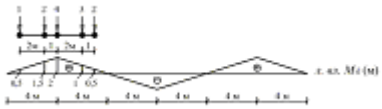

Рисунок 2.7
1) На рис. 2.7 показано положение системы грузов, при котором в сечении k возникает максимальный (наибольший со знаком плюс) изгибающий момент. Критическим грузом является сила 4 кН, так как при переходе этого груза через вершину знак производной Mk меняется с "+" на "-":